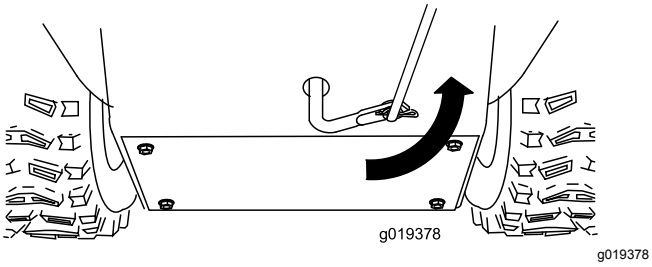

Figur 8
5. Drei den nedre leddarmen mot klokken, helt opp, som vist i Figur 8.